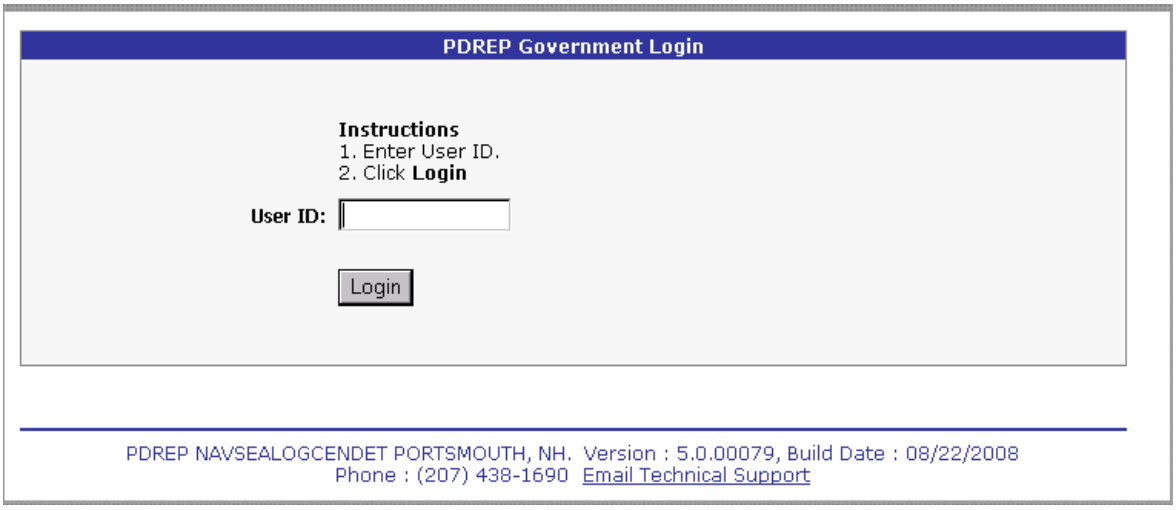

Figure 1.5
h. In the PDREP Government Login screen that follows (Figure 1.5), enter your User ID and click the Login button.